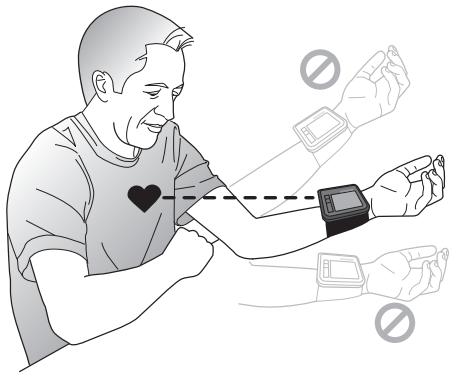

Fig. 1
1. Apoye el codo en una superficie plana con la palma de la mano hacia arriba. Eleve su brazo de manera que el brazalete quede a la misma altura de su corazón, Fig. 1. Verifique que el brazalete esté elevado a la altura correcta; puede optar por sostener la mano con una toalla doblada o un libro. Relaje su mano izquierda. Siéntese con los pies apoyados al ras sobre el suelo y las piernas sin cruzar.